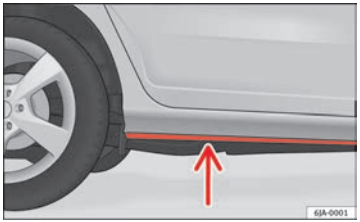

Fig. 114 Driving through water
- Determine the depth of the water before entering. The water can reach a maximum height of below the door sill ⇒ Fig. 114.